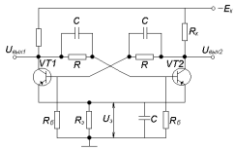

Рис. 1.20
20. По какой цепи происходит заряд конденсатора С (рис.1.20)? Начертить временную диаграмму $U_{к1}(t)$.